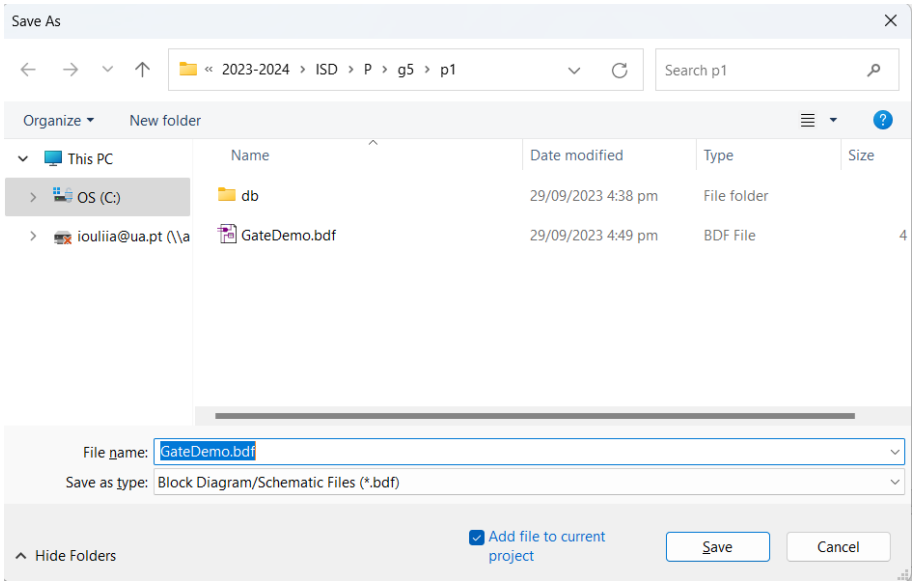

Figure 14 - Dialog for saving the GateDemo.bdf file.
7. Save the file, whose name should be "GateDemo.bdf" (Figure 14).